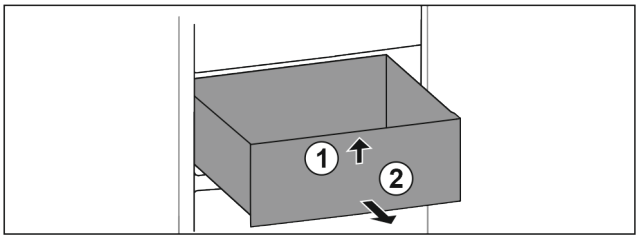

Fig. 91
▶ Predal spredaj dvignite. *Fig. 91 (1)*
▶ Predal vzemite ven v smeri naprej. *Fig. 91 (2)*